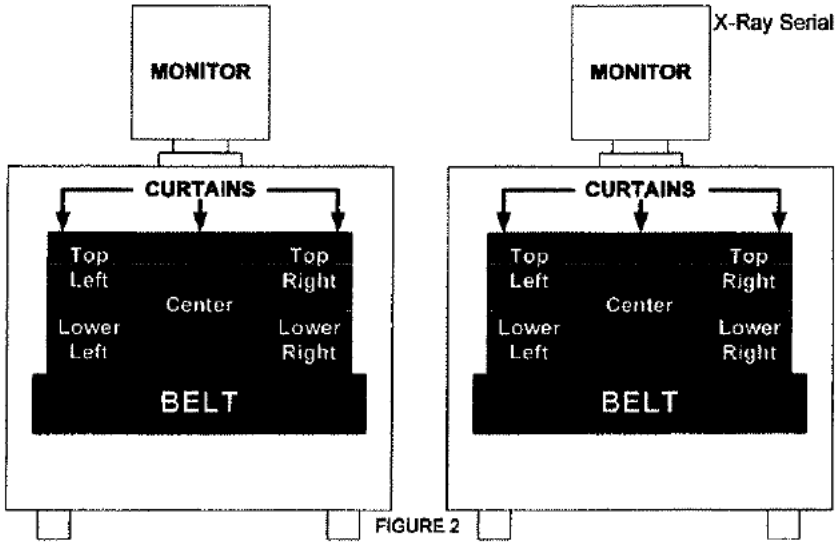

FIGURE 2
3. While holding the meter 5 centimeters (about 2 inches) from the surface, take readings in the area of the circles shown (Figure 2 above) on **BOTH** sides (ENTRANCE and EXIT) of the X-ray machine (total of **10** readings):